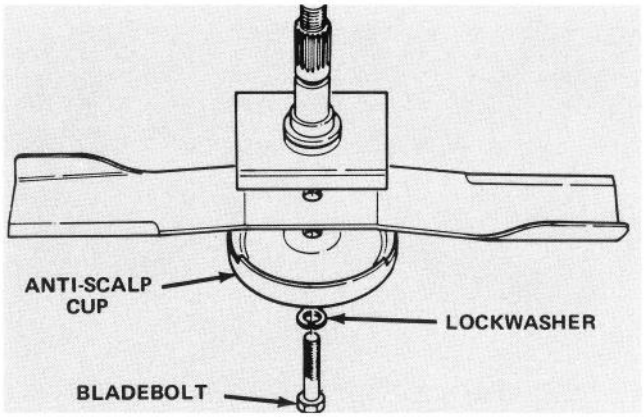

Figure 3
1. Grasp end of blade using a rag or thickly padded glove. Remove bladebolt, flatwasher, anti-scalp cup and blade from spindle shaft (Fig. 3).